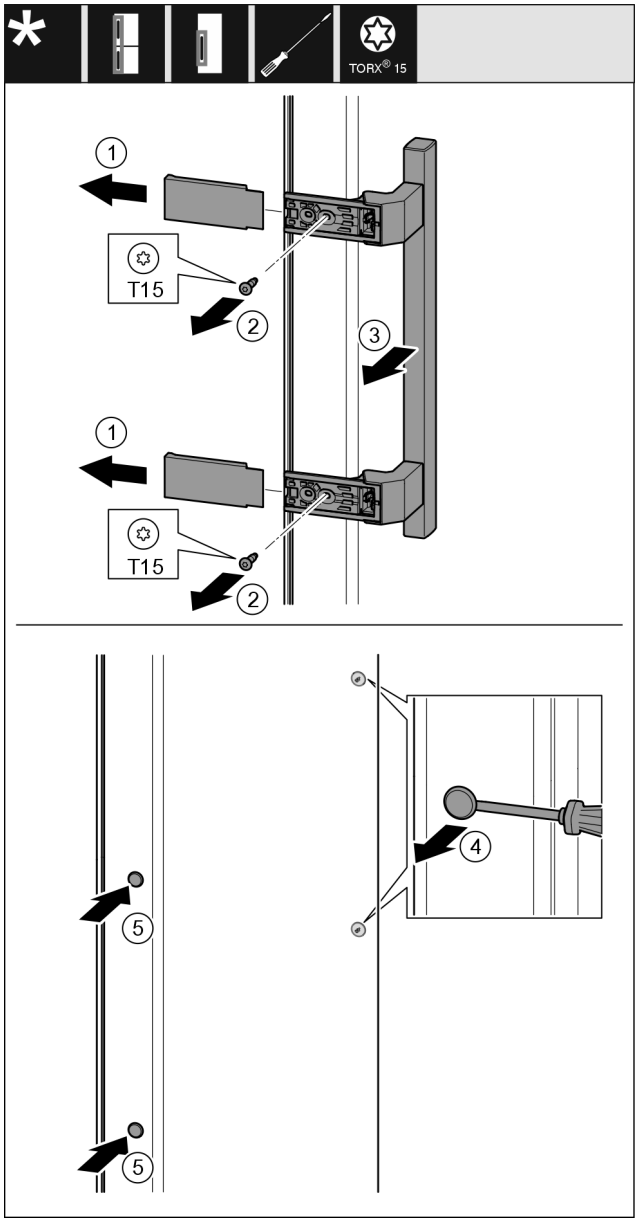

Fig. 54
- ▶ Remove the cover *Fig. 54 (1)*.
- ▶ Unscrew screws *Fig. 54 (2)* with screwdriver.
- ▶ Remove the handle *Fig. 54 (3)*.
- ▶ Use a slotted screwdriver to lift the side plug *Fig. 54 (4)* carefully and pull it out.
- ▶ Re-insert the plug *Fig. 54 (5)* on the other side.